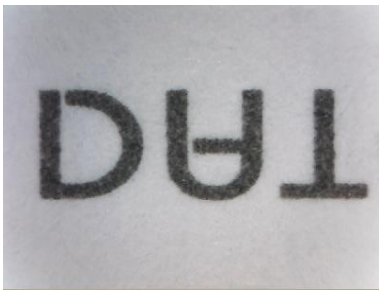

Fig. 3-19 Video image do vertical flip
- Vertical Flip “ ” ：The video image upside down 180 degree, which is vertical flip, shown in Fig. 3-19.